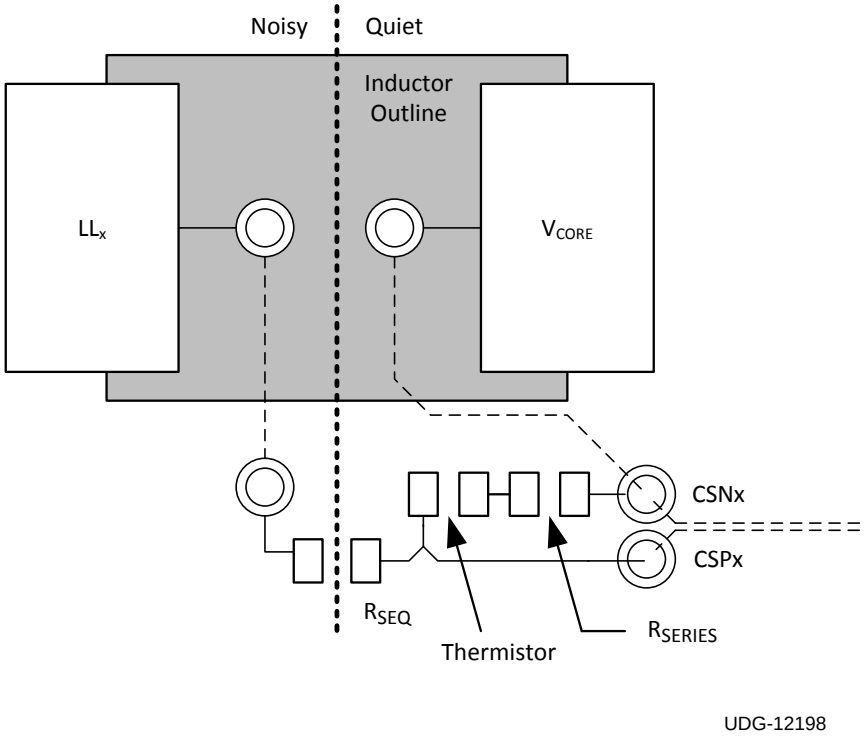

Figure 29. Kelvin Connections To The Inductor For DCR Sensing
- Make a Kelvin connection to the pads of the resistor or inductor used for current sensing. See Figure 29 for a layout example.